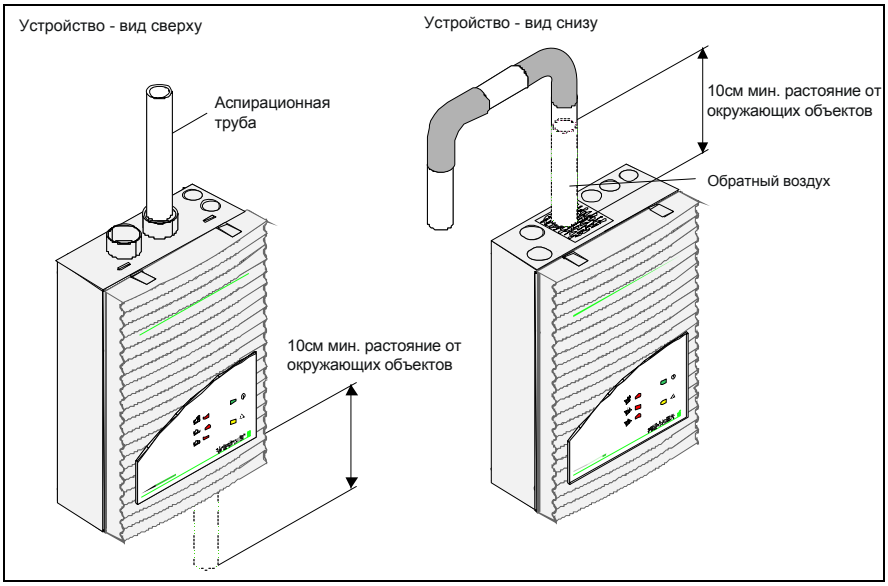

Рис. 5.6: Установка TITANUS®
5. Установите монтажную панель с платой сброса в место, показанное на Рис. 5.6.